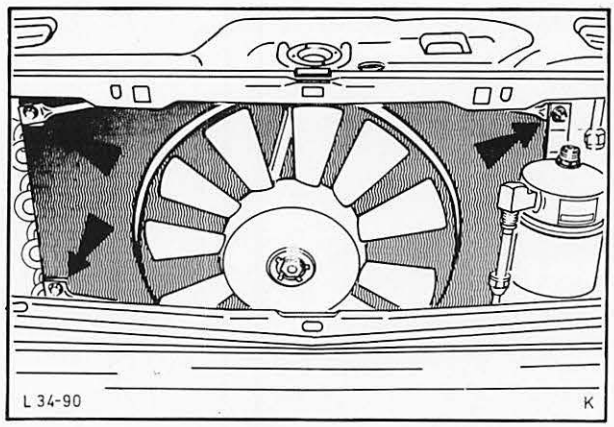

Abb. 61 Trockner und Elektrolüfter komplett mit Halter vom Kondensator abbauen
9. Trockner und Elektrolüfter komplett mit Halter vom Kondensator abbauen (2 Muttern), Abb. 61, und Kabel vom Lüfter abziehen.